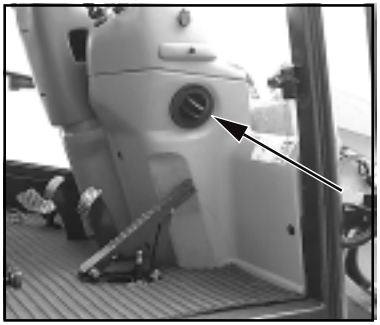

Bild 5-6
(2) Luftstromrichtung an den seitlich angebrachten Ausströmerdüsen (Bild 5-6/Pfeil) einstellen.
(1) Selon les besoins, régler le commutateur du ventilateur (5-5/flèche) dans la position 0, 1 ou 2.
(2) Régler la direction du flux d'air aux sorties d'air latérales (fig. 5-6/flèche).